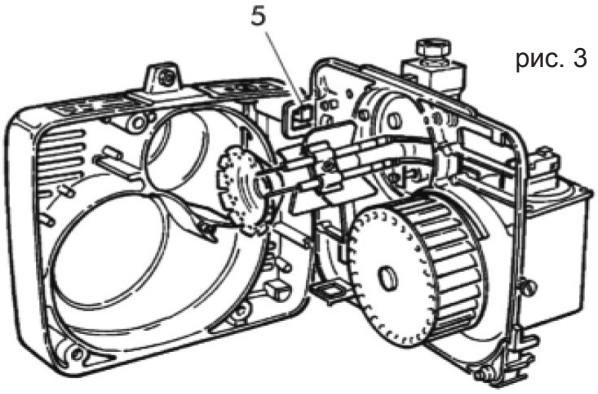

рис. 3
- Поместите плиту с компонентами в рабочее положение (5) и выполните техобслуживание головки горения (рис. 3).